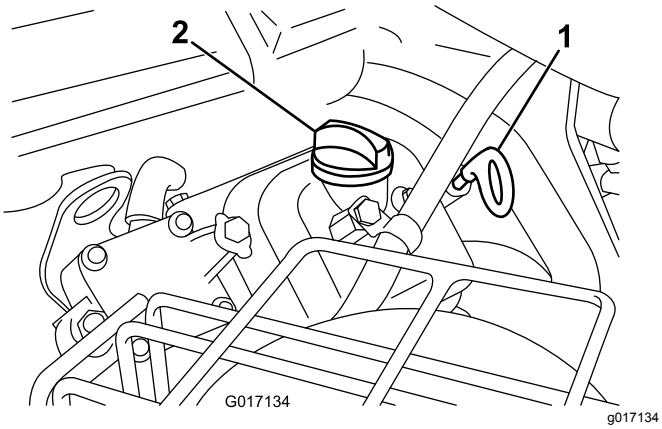

Figur 38
2. Træk målepinden ud, og aftør den med en ren klud. Sæt målepinden ned i røret, og sørg for, at den er helt i bund (Figur 38).